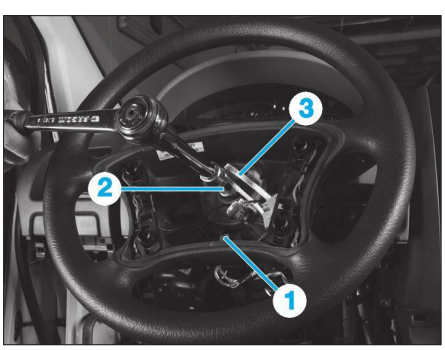

**Fig. 1**
• Débrancher le connecteur (1) de l'avertisseur sonore **(Fig.1)**.
• Desserrer la vis (2) de fixation du volant de quelques filets.
• Déposer la vis (2).
• Déposer le volant en faisant passer alternativement et à avec précaution les connecteurs (3) au travers l'ajourage du volant.